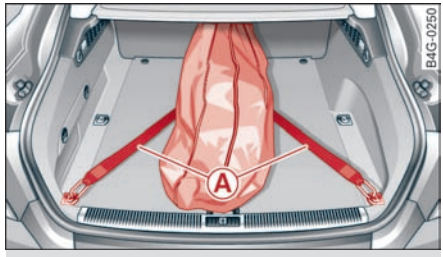
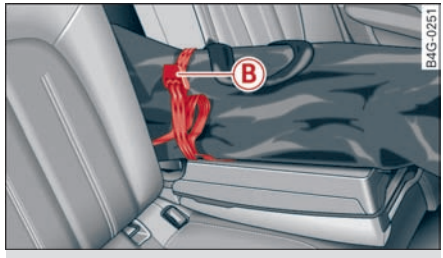

图 72 行李箱：固定袋子*
图 73 后座椅：固定装载物
在袋子*背面有两根带钩子的紧固带 Ⓐ ⇨ *图 72*。袋子上另外还有一根固定带 Ⓑ ⇨ *图 73*。
- 要在行李箱内固定袋子时，将钩子挂入行李箱内后面的固定环内 ⇨ *图 72*。
- 为防止袋子中的物体滑动，请拉紧袋子上的固定带 ⇨ *图 73*。